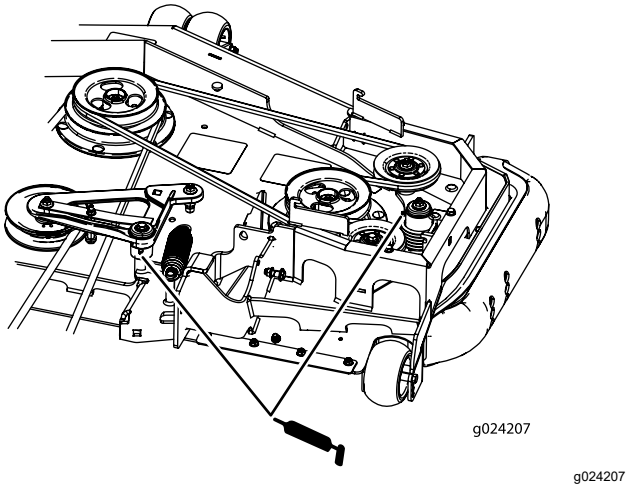

**Figur 53**
5. Smør skjoldremmens styrearme (kun maskiner med bagudkast) som vist i Figur 53.